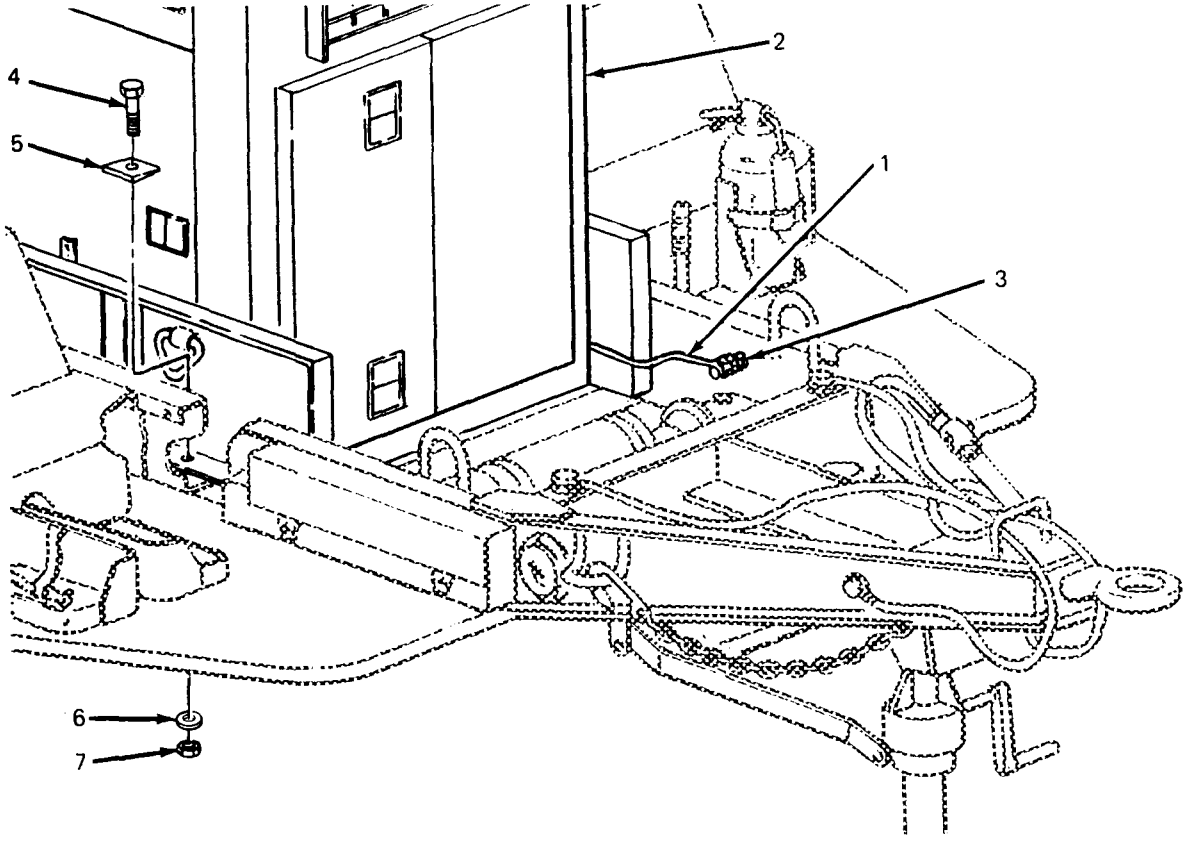

Figure 5-3. Detaching Generator Set from Trailer.
5-5. Generator Set Replacement. (See figures 5-3 and 5-4.)
(1) Disconnect ground wire (1, figure 5-3) from generator set (2) to GROUND TERMINAL stud (3) on trailer.
(3) Insert eight screws (4, figure 5-3) with beveled washers (5) down through generator set skids into trailer.
(4) Working under trailer install one flat washer (6) and one nut (7) on each screw (4).
(5) Position beveled washers (5) so that screw heads are parallel to tops of washers. While holding beveled washers in position, tighten hardware.
(6) Connect generator set ground wire (1) to trailer GROUND TERMINAL stud (3).